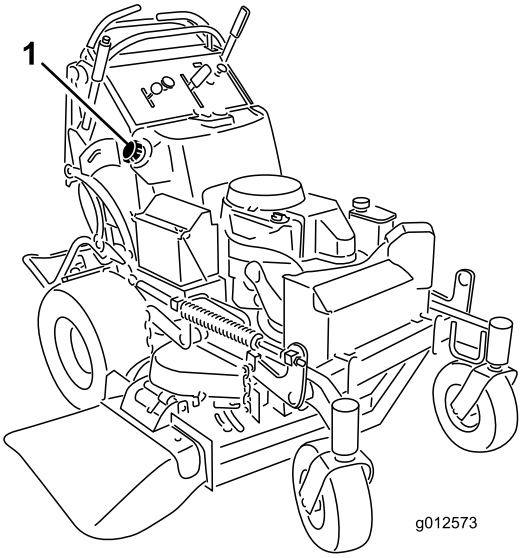

**Figuur 51**
5. Tap met behulp van de sifonpomp de brandstof in een schone jerrycan (Figuur 51).